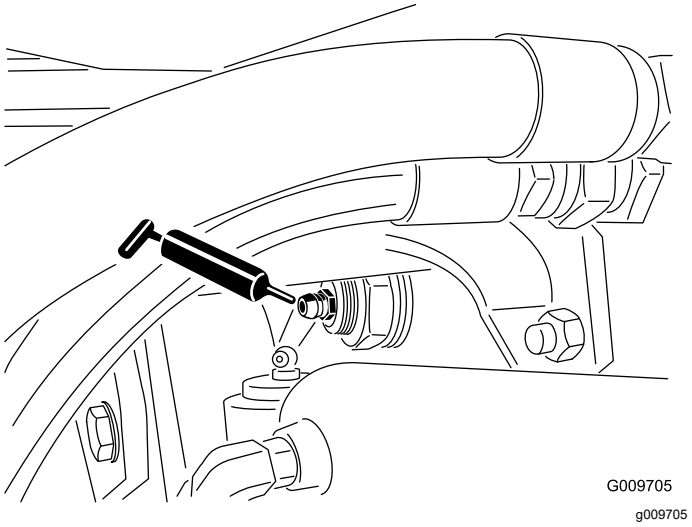

Figuur 80
- Lagerbussen van draaipunt van achteras (2) (Figuur 80)